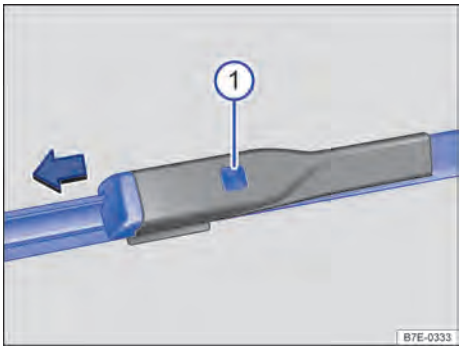

Bilde 170 På frontruten: Skifte vindusviskerbladene på frontruten.
① Opplåsingstast.
3. Hold opplåsingstasten inne, og trekk samtidig vindusviskerbladet av i pilretningen → Bilde 170 ①.